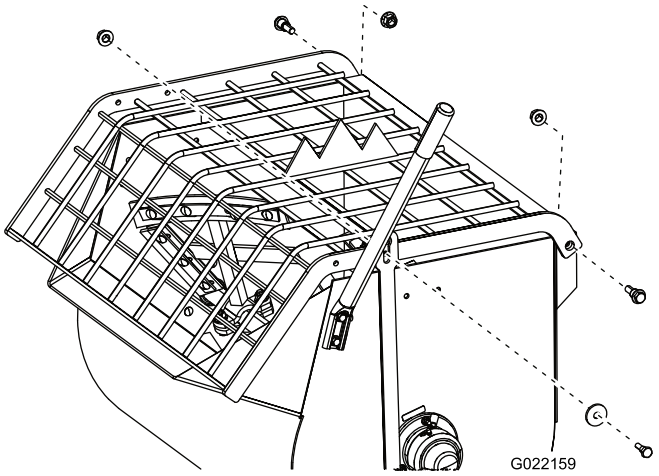
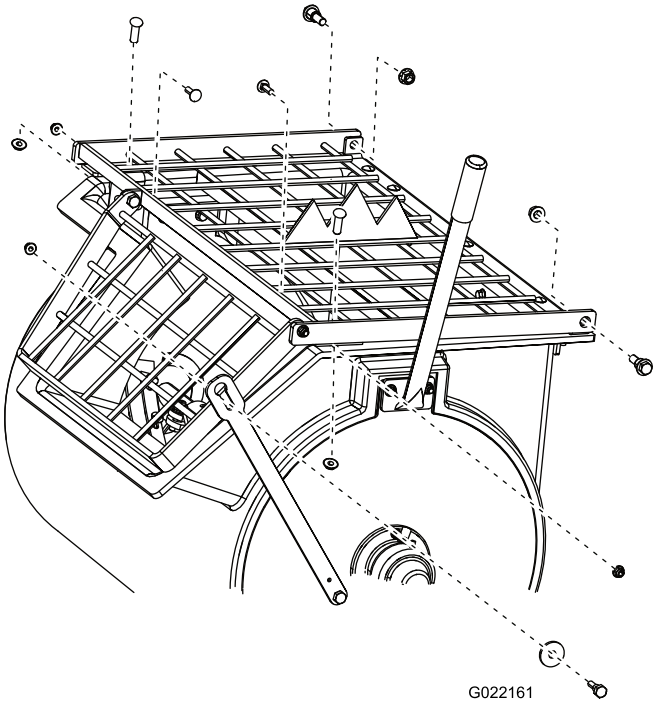
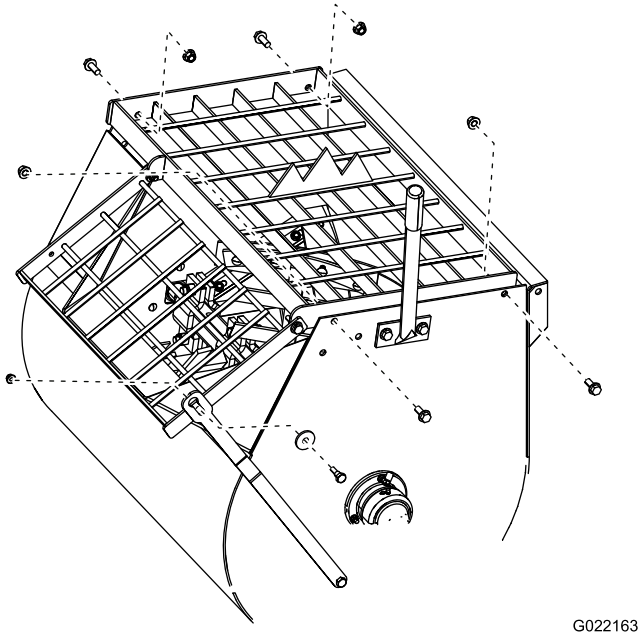

Figure 41
Figure 42
Figure 43
3. Remove the nuts and bolts that secure the grate to the drum, and remove the grate (Figure 41, Figure 42, or Figure 43).